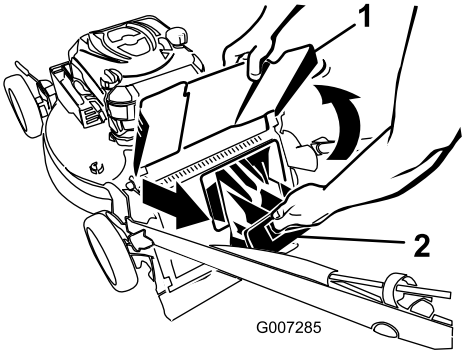

Figur 30
1. Lyft upp utkastarskärmen och håll den upplyft (Figur 30).
2. Dra ut den bakre utkastarpluggen (Figur 30).